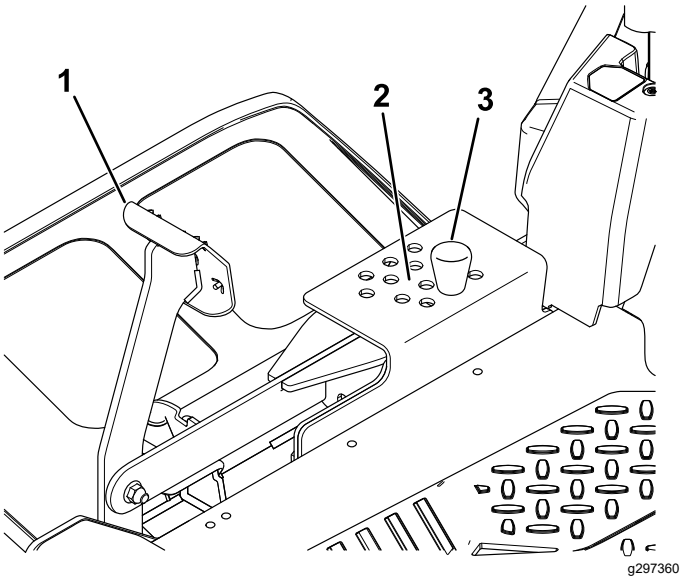

Figur 36
2. Justera inställningen genom att ta ut sprinten ur klipphöjdsfästet (Figur 36).
3. Sätt i sprinten i det hål i klipphöjdssystemet som motsvarar den önskade klipphöjden (Figur 36).